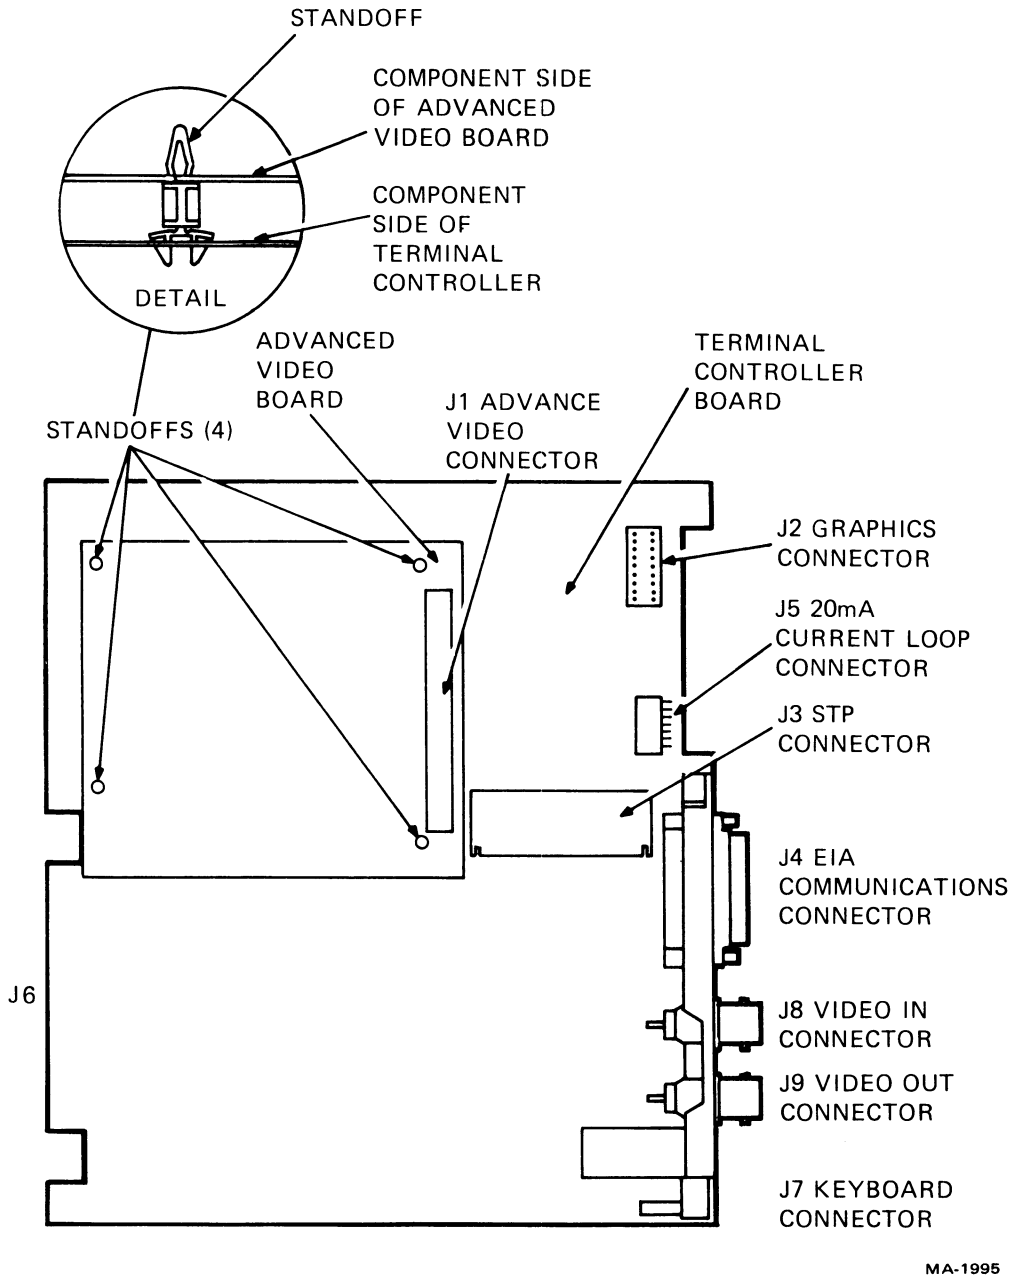

Figure 5-9 Terminal Controller with AVO
3. Place the terminal controller board on a flat surface with the component side up (Figure 5-9).
2. Disconnect the graphic interface cable from XE90 on the waveform generator board (Figure 5-9).